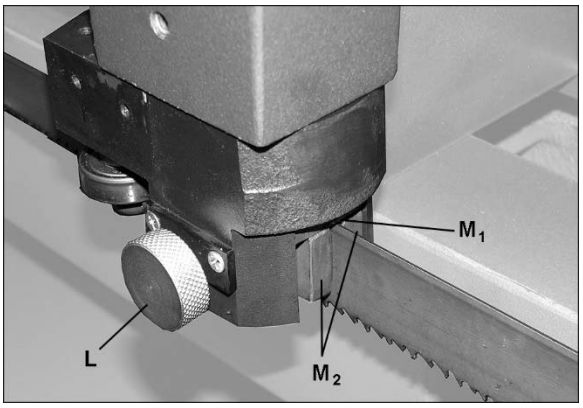

Figure 7-3: carbide guide adjustment
6. Turn knurled knob (L, Figure 7-3) to adjust carbide top (M_1) and side (M_2) guides. Guides should place light pressure on blade. Do not overtighten.
If tension mechanism will not move blade, loosen and then re-tighten socket head cap screws on gibs (X, Figure 7-3).